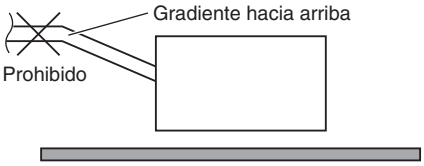

Fig. 3-12
- No instale el tubo con una pendiente hacia arriba desde el orificio de conexión. De lo contrario, el agua de drenaje podría fluir hacia atrás y fugarse cuando la unidad no está en funcionamiento. (Fig. 3-12)